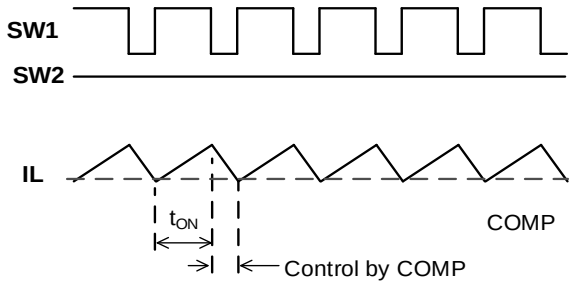

Figure 4: Buck Waveform
When the inductor current drops to the COMP voltage (V_{COMP}), SWB turns off and SWA turns on. SWA turns on for a fixed on time before turning off. Then SWB turns on again, and the operation repeats. The COMP signal is the error amplifier (EA) output from the V_{OUT} feedback and internal FB reference voltage (see Figure 4).